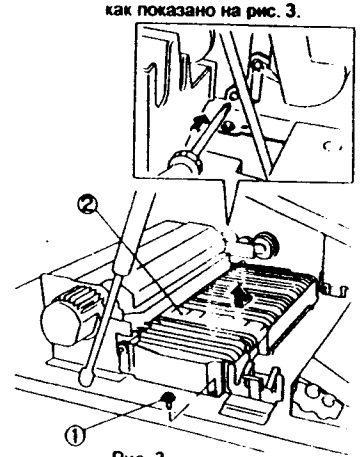

Рис. 3 NZM-0045
8. (Рис. 3): Снимите узел вакуумного транспортера.
①. Отверните винт.
②. Снимите узел вакуумного транспортера.
ПРИМЕЧАНИЕ: • Возможно, вы не сможете снять транспортер из-за того, что выступ на транспортере сзади попал в отверстие каркаса фьюзера. В этом случае нажмите на задний выступ отверткой, как показано на рис. 3.